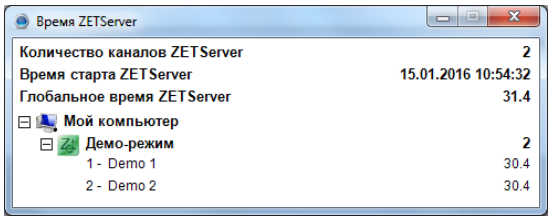

Рис. 2.1 Пример окна «Время ZETServer» до момента пока программное обеспечение не обнаружило подключенных устройств
- включить компьютер и, дождавшись завершения загрузки операционной системы, запустить программное обеспечение ZETLAB, активировав соответствующий ярлык программы (расположенный на рабочем столе монитора), после чего на панели ZETLAB в меню «СЕРВИСНЫЕ» выбрать программу «Время ZETServer» (*Рис. 2.1*).